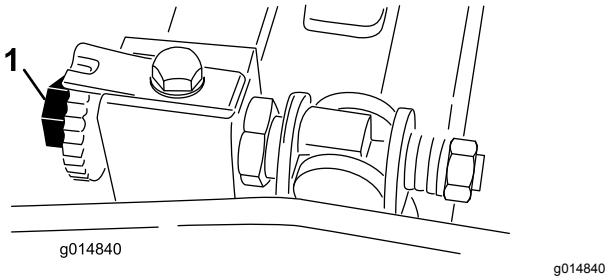

Figur 52
3. Drei spolen slik at et knivblad krysser kanten på motstålet mellom det første og andre skruehodet på høyre side av klippeenheten (Figur 52).
6. Juster den høyre justeringsskruen på motstangen til du kjenner et lett press på mellomlegget (dvs. motstand) ved å gli den fra side til side (Figur 52).